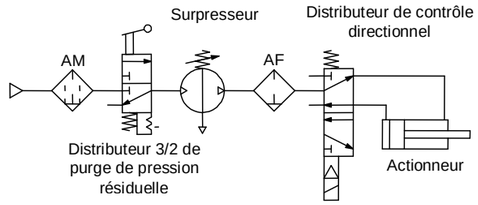

Fig.3 Exemple de circuit (2)
b) Veuillez noter que la pression en aval du surpresseur ne peut être évacuée par celui-ci même si le clapet antiretour est installé dans le port d'entrée (IN) du surpresseur.
c) Après l'évacuation de la pression des raccordements en aval, relâchez la pression d'alimentation à l'entrée du surpresseur à l'aide du distributeur de purge de pression résiduelle en amont du surpresseur (voir Fig.3). Ceci arrêtera tout fonctionnement inutile et préviendra tout dysfonctionnement.